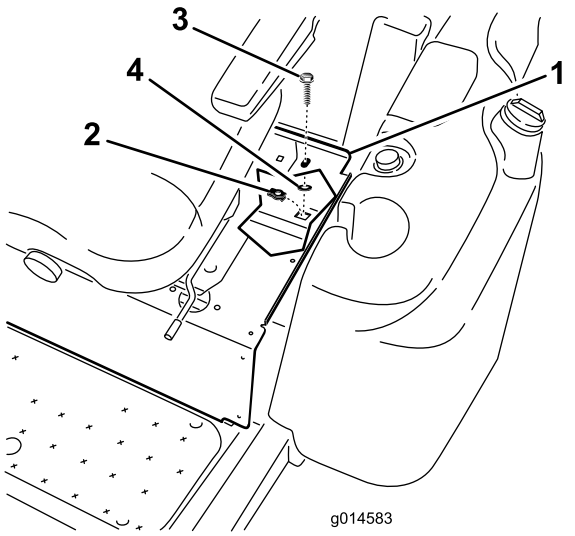

図 4
2. シート・プレートの左後ろ側の角の裏側にリテーナ・ナットを取り付ける（図 4）。